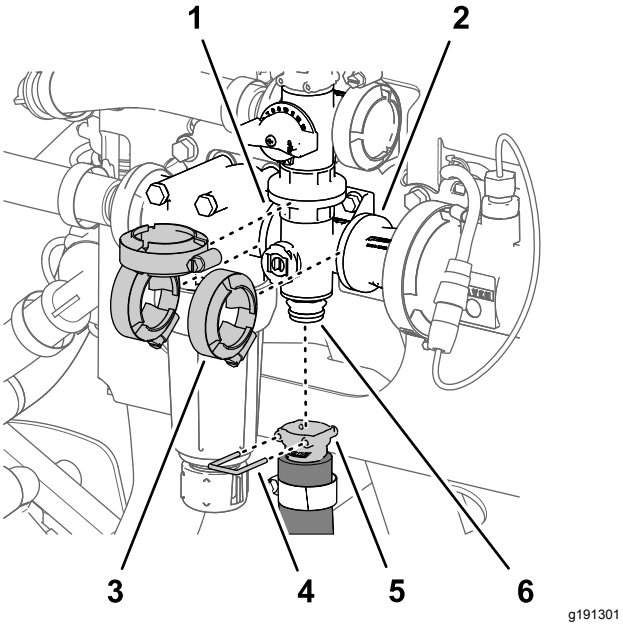

Figur 108
1. Ta bort snabbkopplingstappen som fäster omrörningsslangens snabbkoppling vid omrörningsventilens grenrör (Figur 108).
2. Ta bort de tre flänsklämmor som fäster omrörningsventilens grenrör vid tryckfilterhuvudets flänsar och kopplingsadaptern (Figur 108).